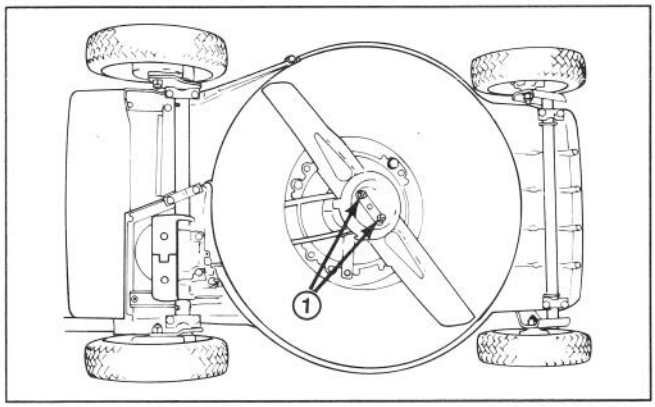

Figure 23
3. Tip mower on its left side (Fig. 23). Avoid rotating blade as starting problems may result.
5. REMOVING BLADE—Grasp end of blade using a rag or thickly padded glove. Remove (2) locknuts, (2) washers, anti-scalp cup, and blade (Fig. 23 & 25).